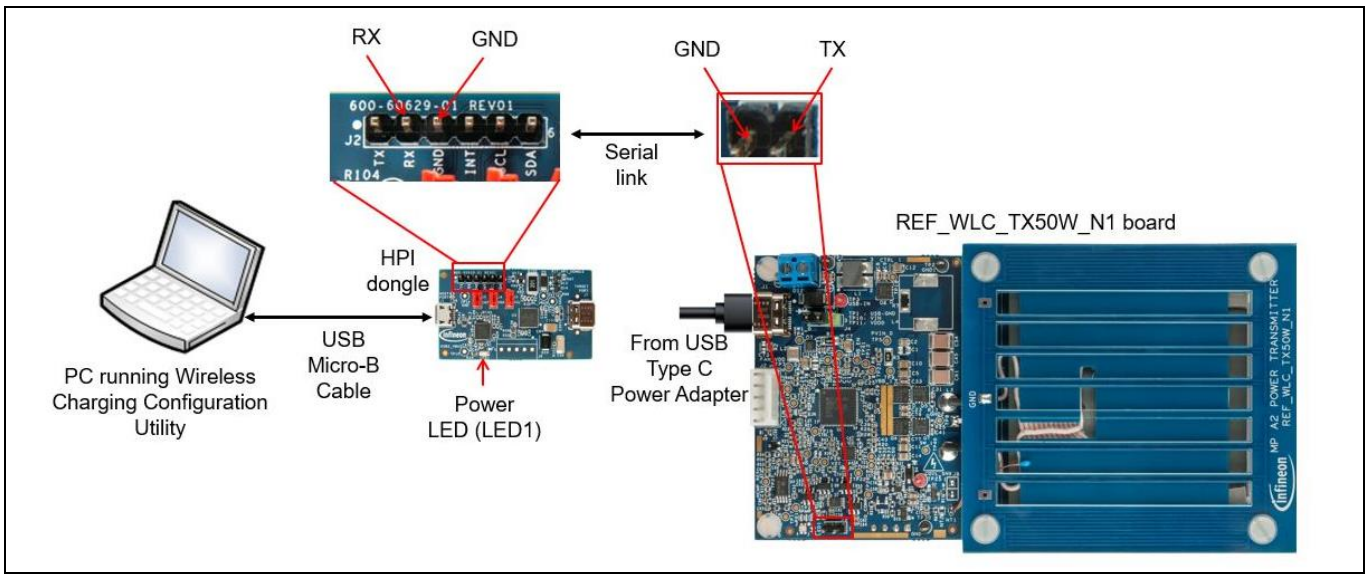

Figure 19 Setup for capturing debug log
b) Connect `REF_WLC_TX50W_N1`, HPI dongle, and PC as shown in **Figure 19**.